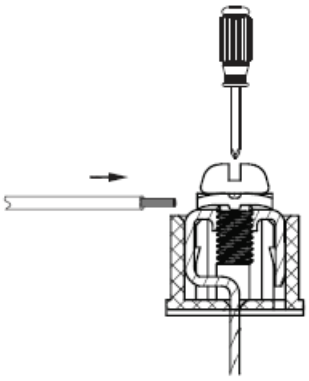

Fig. 17 — Connecting Communication Wire to Outdoor Unit Communication Terminal
3. Use a suitable screwdriver to fix the communication wire on the outdoor unit communication terminal as shown in Fig. 17.